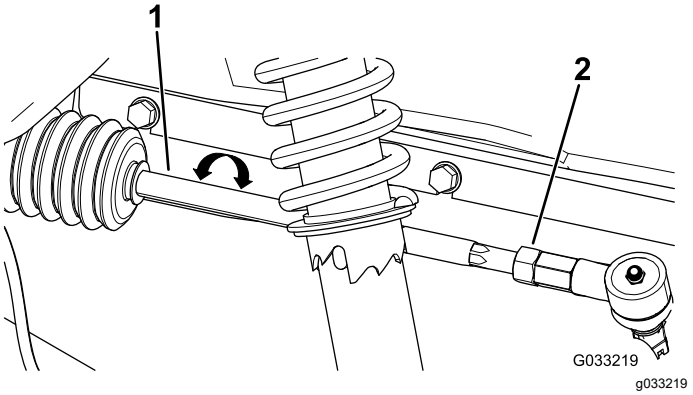

Figuur 55
2. Als deze afstand buiten het bereik van 0 tot 6 mm valt, moet u de contramoeren aan het uiteinde van de spoorstangen losdraaien (Figuur 55).